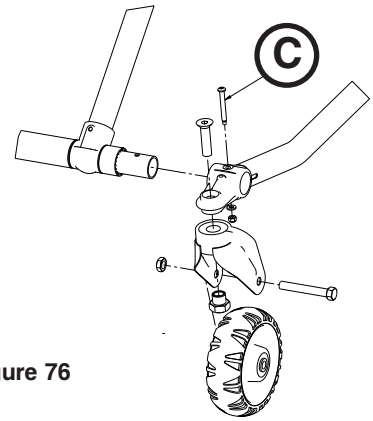
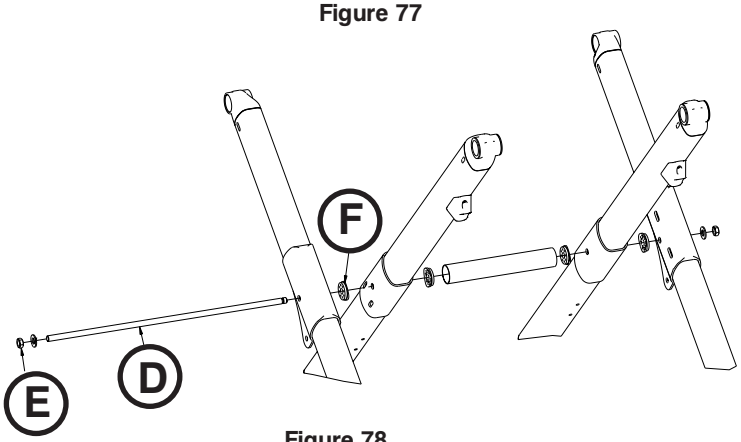

Figure 76
Figure 78
4. Using a 3/8” and 7/16” combination wrench, remove all four caster mount bolts (C) that secure the outer lift tube assemblies to the foot base tubes (Figure 76).
5. Using two 9/16” combination wrenches and a dead blow hammer, remove the base connecting rod (D) and centerlock hex jam nut (E).
Note: Save the bearings (F) that fall out. (Figure 78).